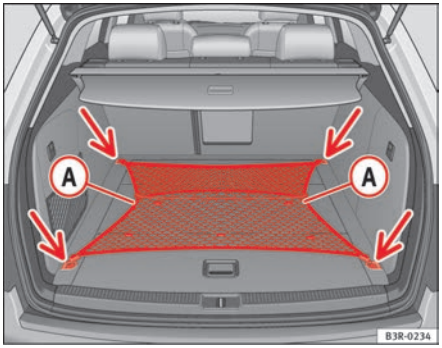

Fig. 118 Stretch net laid out
– Secure the luggage net to the four fastening rings -arrows- ⇒ fig. 118.